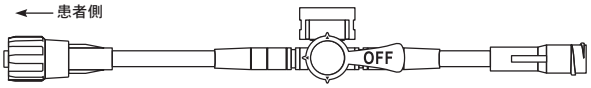

図19　サンプリングポジション
(2)活栓付きプラネクタの場合は、ハンドルをサンプリングポジションにします（図19）。